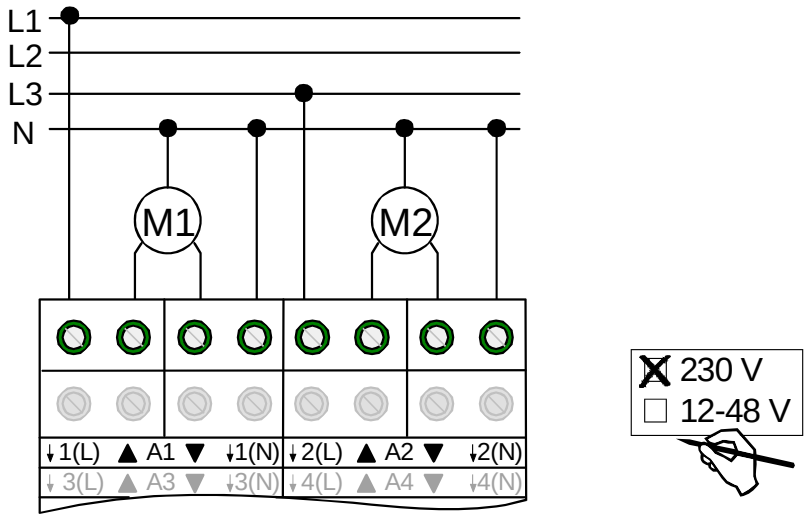

Bild 3: Elektrischer Anschluss für 230 V-Antriebsmotoren mit automatischer Endlagenerkennung
- Antriebsmotoren mit mechanischen Endlagenschaltern gemäß Bild 3 anschließen (Anschlussbeispiel).